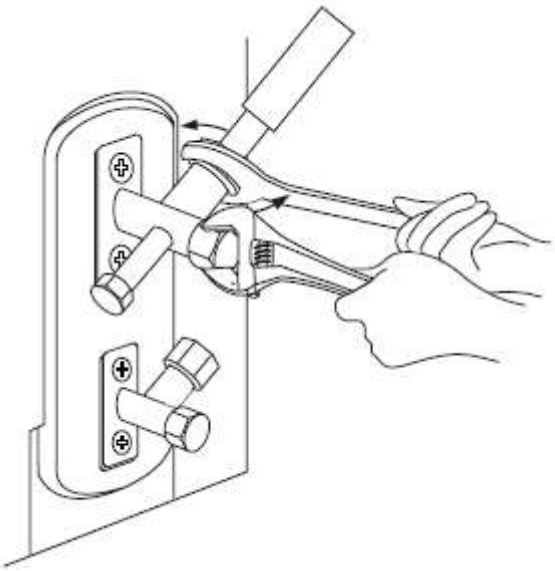

Fig. 5.10
4. Usando una chiave inglese, serra il corpo della valvola. Non stringere il dado che sigilla la valvola di servizio. (Vedi Fig. 5.10)